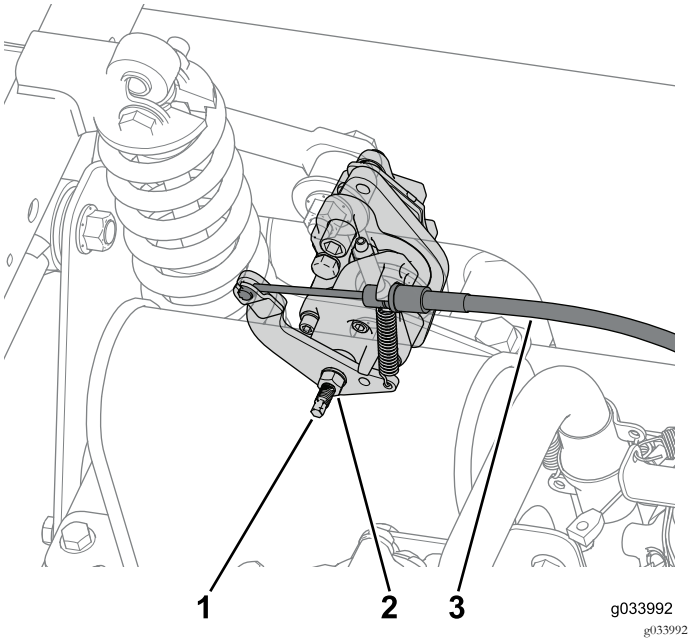

Figur 60
1. Løsne låsemutteren og vri deretter justeringsskruen to omdreininger mot klokken på begge bakre bremsekalipere (Figur 60).
2. Koble fra parkeringsbremsekabelen koblet til hver bremsekaliper (Figur 60).